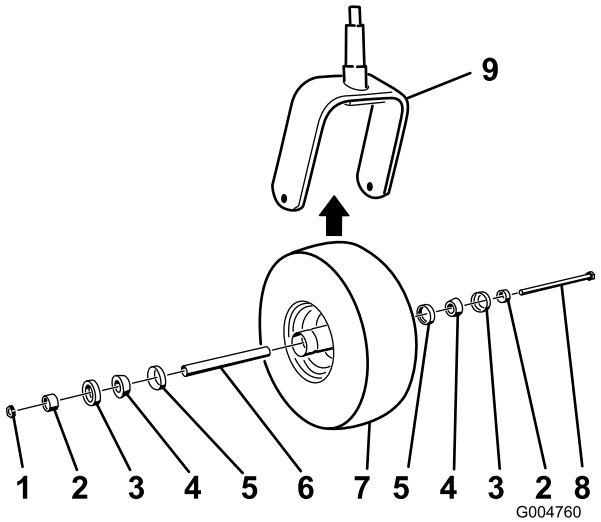

Figur 45
2. Fjern låsemutteren fra bolten (Figur 45).
5. Sett på plass styrehjulet ved å skyve konuslagrene og pakningene, fylt med smøringsfett, inn i hjulnavet, plassert som vist i Figur 45.